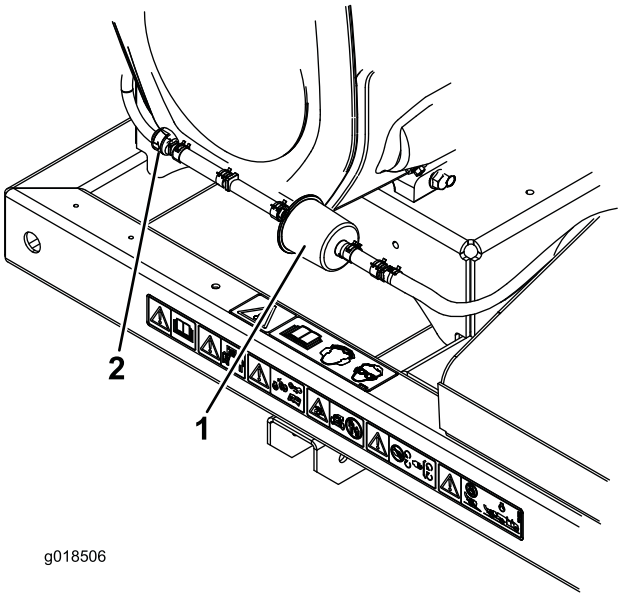

Figur 18
2. Flytta slangklämmorna av fjädertyp på bägge sidor av kolkanisterns reningsledningsfilter bort från filtret (Figur 18).
3. Ta bort och kasta kolfiltret (Figur 18).
4. Montera ett nytt filter i slangen (pilen på filtret ska peka backventilen) och fäst det med slangklämmorna (Figur 18).